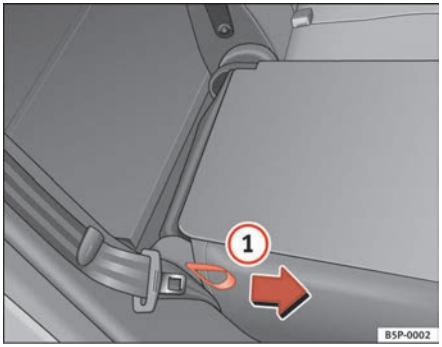

Fig. 99 Folding or opening the rear seat backrests
– Pull the loop on the side of the seat ⇒ fig. 99 (1).